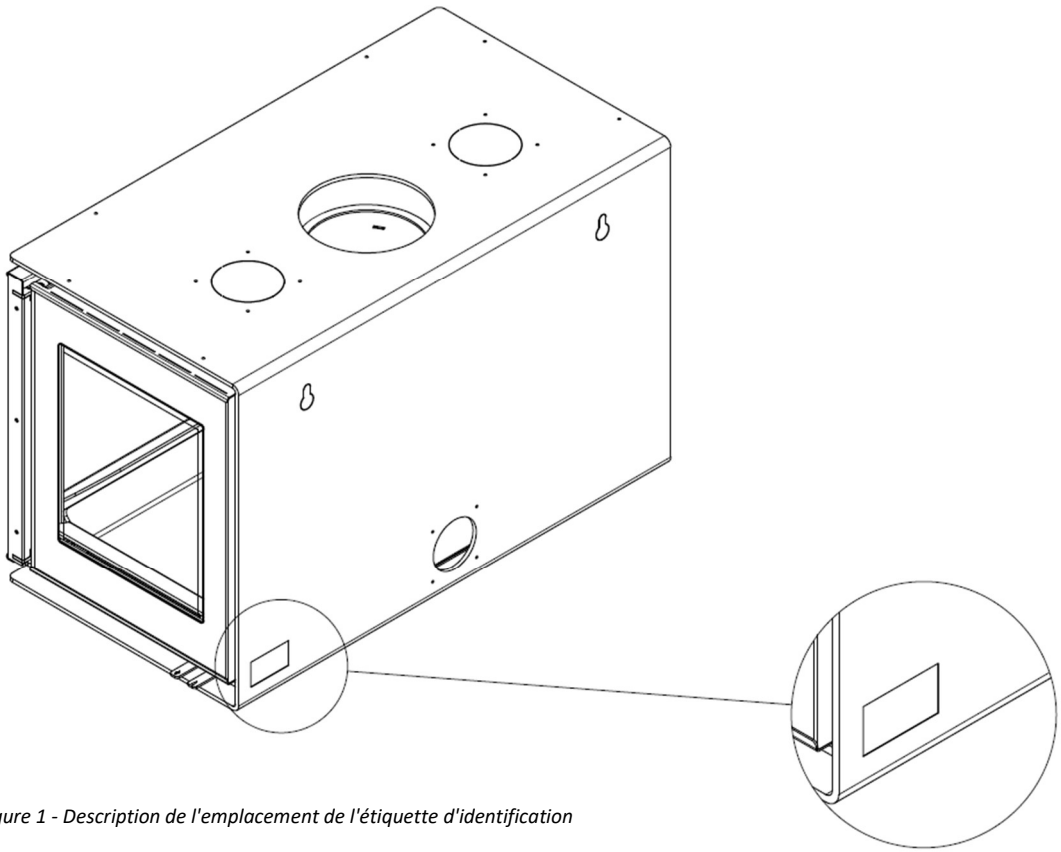

Figure 1 - Description de l'emplacement de l'étiquette d'identification
- Si vous avez besoin d'aide ou si vous constatez une anomalie, vous devez contacter le fournisseur ou l'installateur de votre appareil. Vous devez fournir le numéro de série de votre appareil, qui se trouve sur l'étiquette apposée sur le côté de l'appareil (figure 1) et sur la couverture arrière de ce manuel.